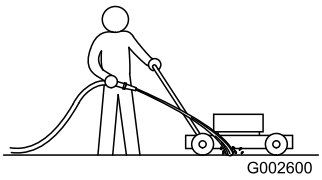

Figuur 36
1. Plaats de machine op een vlak, verhard oppervlak, laat de motor lopen en spuit een straal water voor het **rechter** achterwiel (Figuur 36).